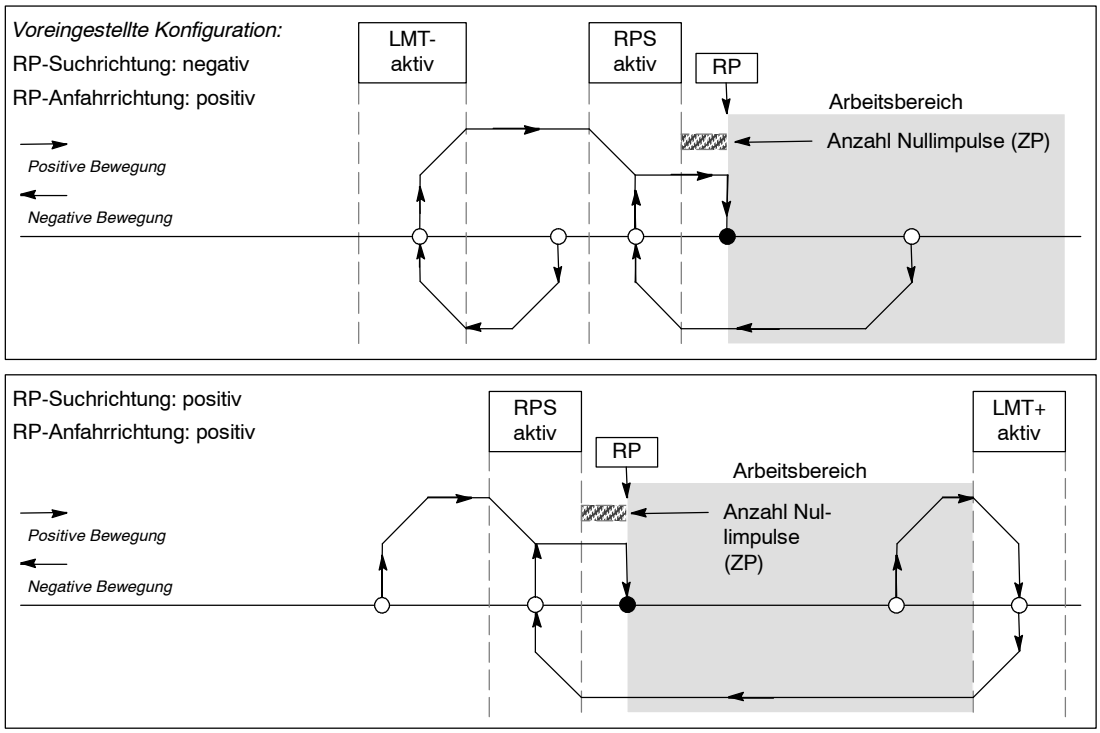

Bild 9-16 RP-Suche: Modus 3
- ❏ Bild 9-16 zeigt zwei der Optionen für den RP-Suchmodus 3. In diesem Modus wird die Lage des RP als angegebene Anzahl Nullimpulse (ZP) außerhalb des aktiven Bereichs des Eingangs RPS ermittelt.